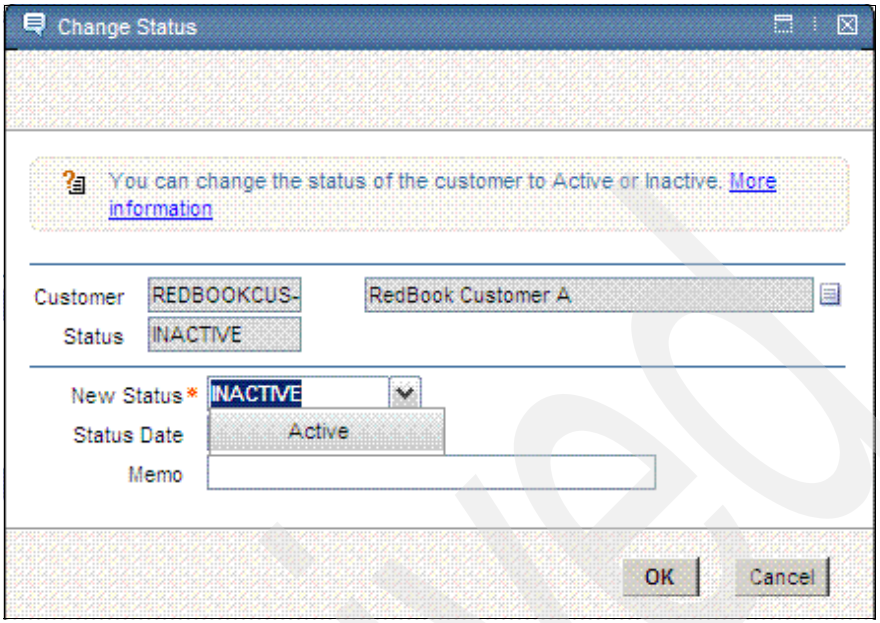

Figure 3-6 Change Status
5. Activate the customer by changing the status to Active, as shown in Figure 3-6 on page 31.